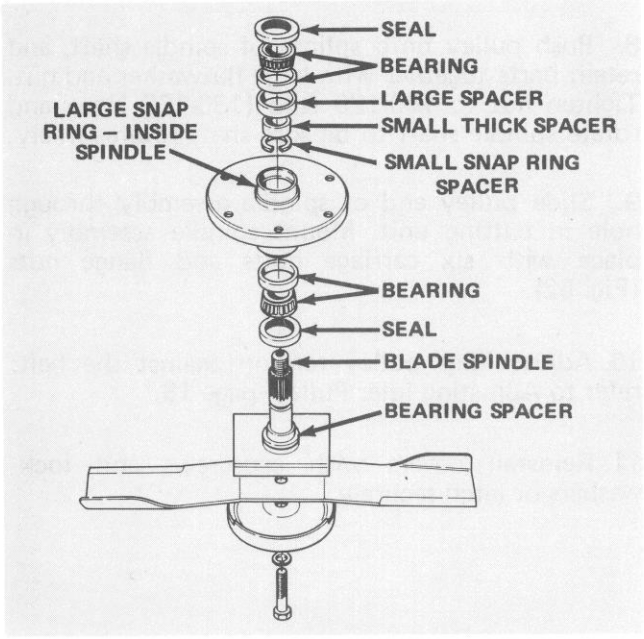
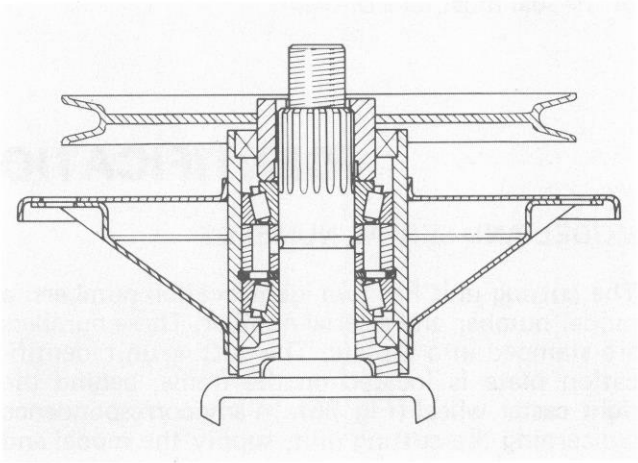
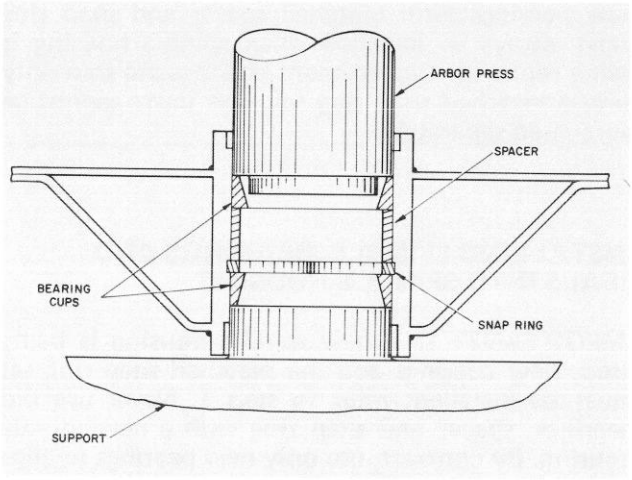

Figure 53
Figure 54
Figure 55
7. If spindle shaft will be replaced, remove cap screw, lockwasher, anti-scalp cup and blade from spindle shaft (Fig. 53). Otherwise, the blade and its other associated parts may be left on the spindle shaft.
8. Press spindle shaft out of spindle housing (Fig. 53), using an arbor press. Bearing spacer (Fig. 53) remains on spindle shaft as shaft is being removed.
9. The seals (Fig. 53) will be removed next; however, notice the lip of the seal. The lip of the upper seal faces inward, and the lip of the lower seal faces outward. Therefore, new seals must always be installed with the lip facing in the proper direction. Now remove seals from spindle housing.
10. Allow bearings, small thick spacer and small snap ring spacer to fall out of spindle housing (Fig. 53).
11. Using a punch and hammer, drive both bearing cups (Fig. 53) out of spindle housing. Also drive large spacer (Fig. 53) out of housing.
1. Install large snap ring into groove in bore of spindle housing (Fig. 54). Assure snap ring is seated in the groove.
2. Using an arbor press, push the large spacer into top of spindle housing and tightly against the snap ring (Fig. 53). Spacer must contact snap ring to be sure of currect assembly of parts (Fig. 54).
3. Thoroughly oil cups and using an arbor press, push bearing cups – smallest ID first – into top and bottom of spindle housing (Fig. 53). Top bearing cup must contact spacer that was installed in step 2, and bottom bearing cup must contact snap ring to be sure of correct assembly of parts (Fig. 54). Insure assembly is correct by supporting the first cup and pressing the second against it (Fig. 55).
4. Apply a film of grease on lip on both seals; then install bearing and seal into bottom of spindle housing (Fig. 53). Remember though, the bottom
seal must have the lip facing outward (Fig. 53) not toward inside of spindle housing.
5. Slide small snap ring spacer and small, thick spacer into spindle housing (Fig. 53). Then, install bearing and seal into top of spindle housing. Lip of the seal must face outward.
7. Slide bearing spacer onto spindle shaft. Carefully slide spindle shaft through spindle housing. Bottom seal and bearing spacer fit together when spindle is installed (Fig. 54).